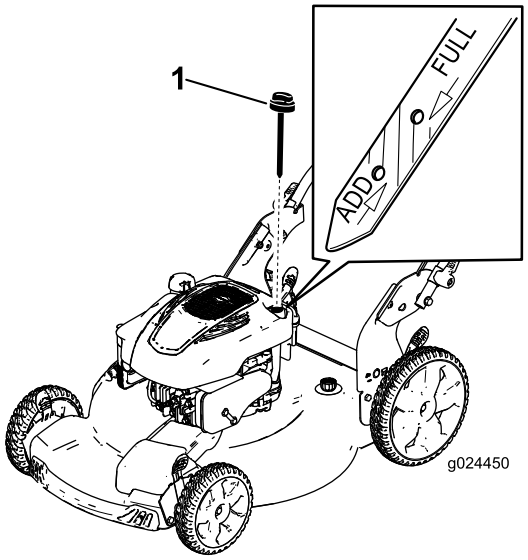

Figur 10
Fyll drivstofftanken med ny, blyfri bensin fra en av de store bensinstasjonskjedene (Figur 10).
2. Fjern peilestaven (Figur 10).
5. Les av oljenivået på peilestaven (Figur 10).